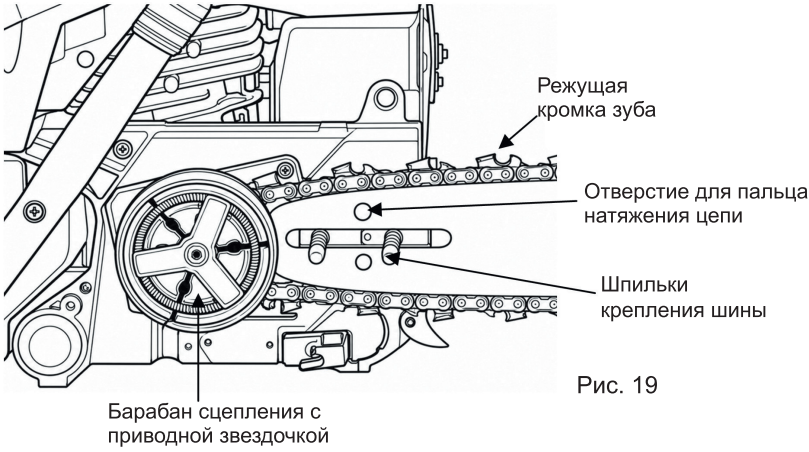

Рис. 19
4. Установите шину на шпильки (Рис. 19)
5. Наденьте цепь на приводную звёздочку (Рис. 19), затем установите цепь так, чтобы режущие кромки зубьев на верхней ветви цепи были направлены в сторону носовой части направляющей шины.